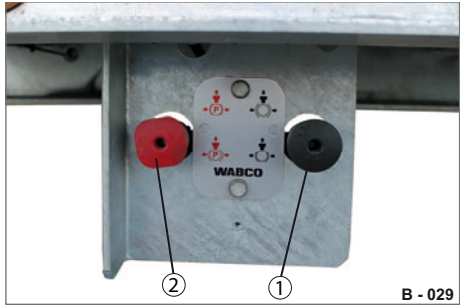

Abb. 17 Bedienkonsole
▶ Drücken Sie das Löseventil (Abb. 17/1).
▶ Ziehen Sie das Löseventil (Abb. 17/1).